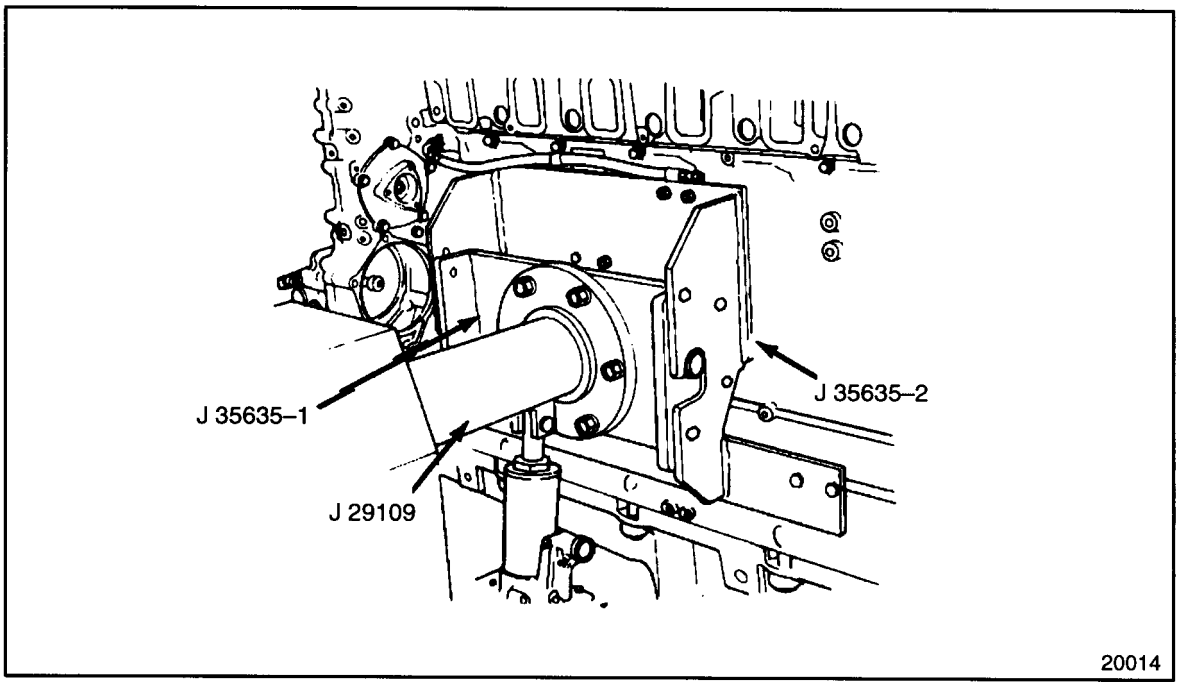

Figure 1-7 Cylinder Block Adaptor
20. Bolt cylinder block adaptor, J 35635-2 part of J 35635–A, to the cylinder block and mate it with the stand adaptor, J 35635-1 part of J 35635–A. See Figure 1-7.